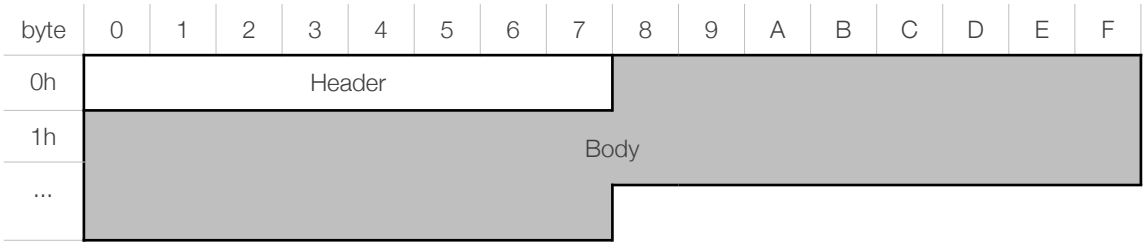

图 2-1. 数据包格式
- 在数据帧里，数据包由数据头和长度不定的数据体组成，如图 2-1 所示。